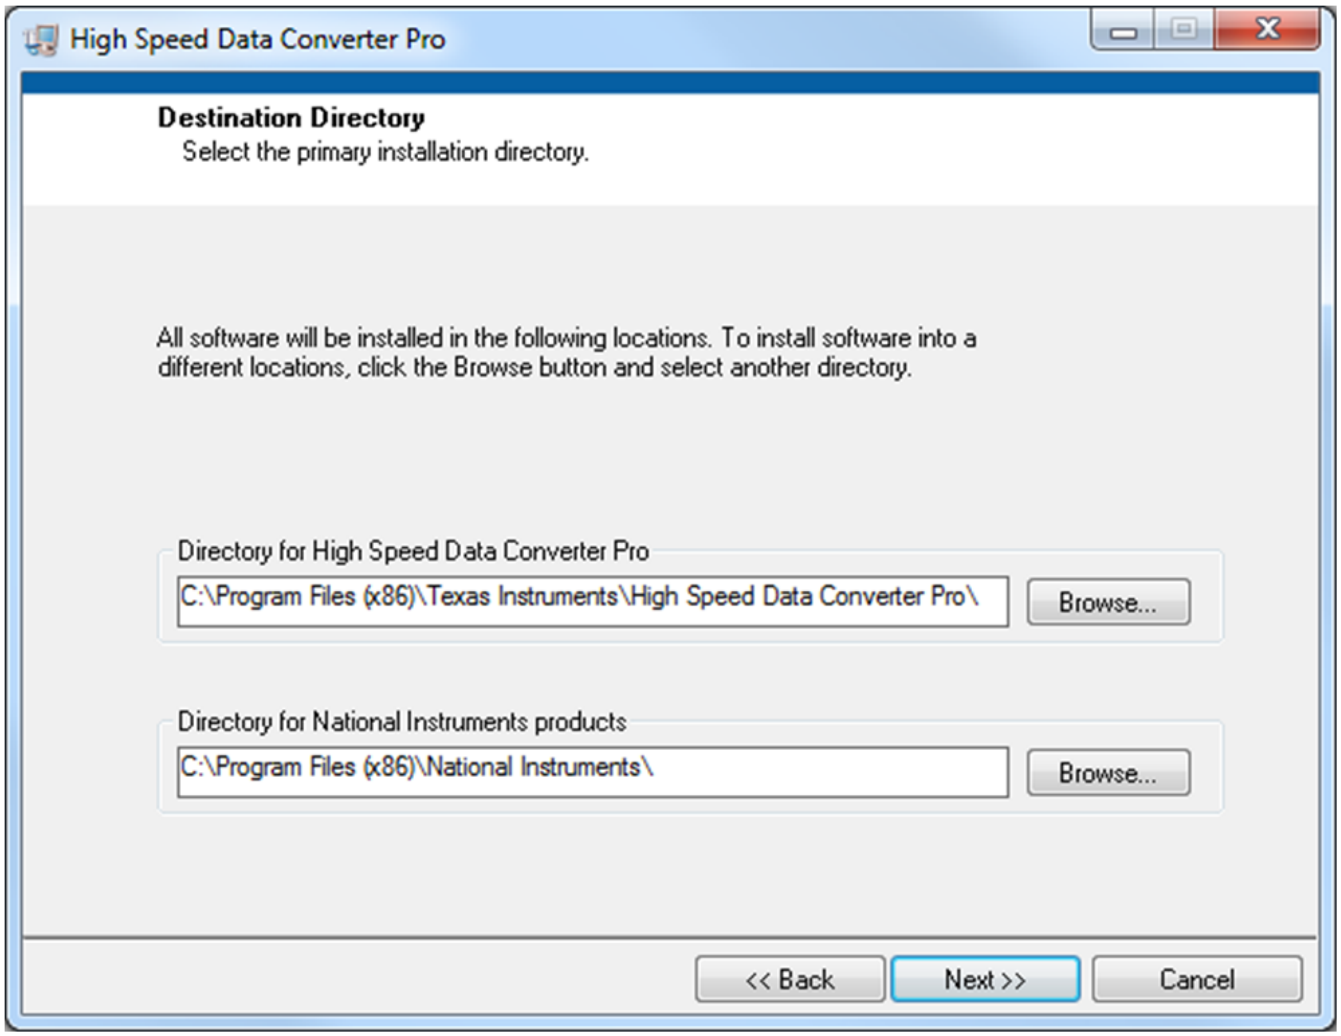

Figure 24. HSDCPro Install (Install Directory)
- Leave the destination directories as the default location, for the TSW1400GUI installation and press the NEXT button as shown in Figure 24.